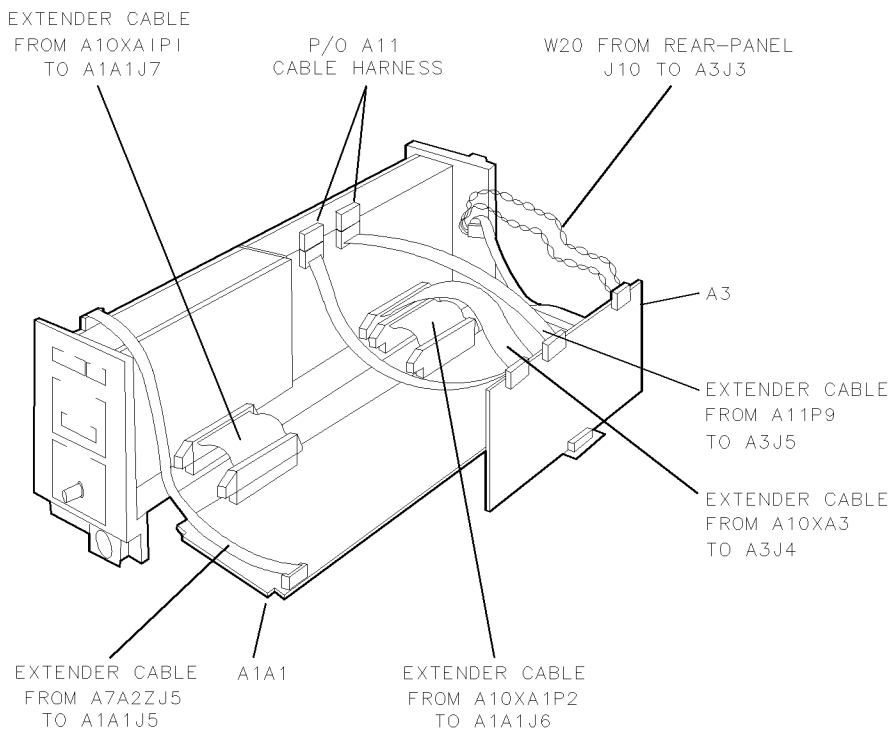

Figure 6-5. Placing A1A1 Host/Processor and A3 Power Supply on Extender Cables
2. Remove the A1A1 host/processor and A3 power supply. (Refer to "A1A1 Host/Processor" in Chapter 9 and "A3 Power Supply" in Chapter 9 replacement procedures described in Chapter 9.) Cables from the HP 70900 LO Service Kit will be used to electrically connect these assemblies to the module. See Figure 6-5.